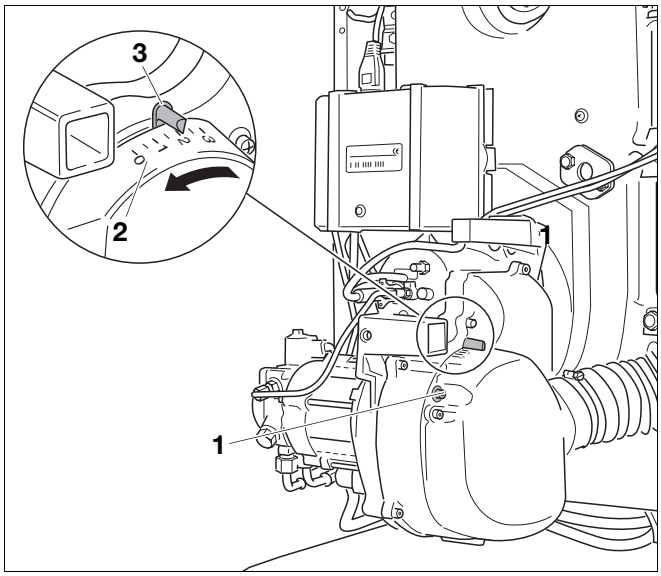

Rys. 26 Nastawienie przysłony powietrza
- Poluzować element ustalający pozycję przysłony powietrza (ALF) (Rys. 26, **Poz. 1**).
Należy pamiętać przy tym, że wyższe ciśnienie dmuchawy osiąga się poprzez przesunięcie regulatora na mniejsze wartości na skali. Odpowiada to kierunkowi strzałki na Rys. 26.